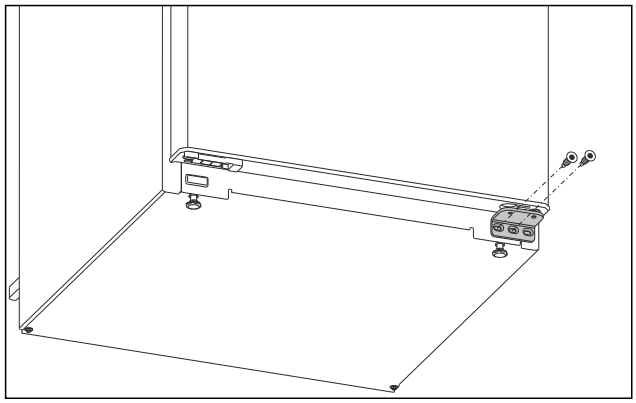

*Fig. 6*
- ▶ Deșurubați și scoateți șurubul din mijloc de la suportul de lagăr inferior cu șurubelnița Torx 20. *Fig. 6 ()*
- ▶ Deșurubați și scoateți șurubul din interior de la suportul de lagăr inferior cu șurubelnița Torx 20. *Fig. 6 ()*